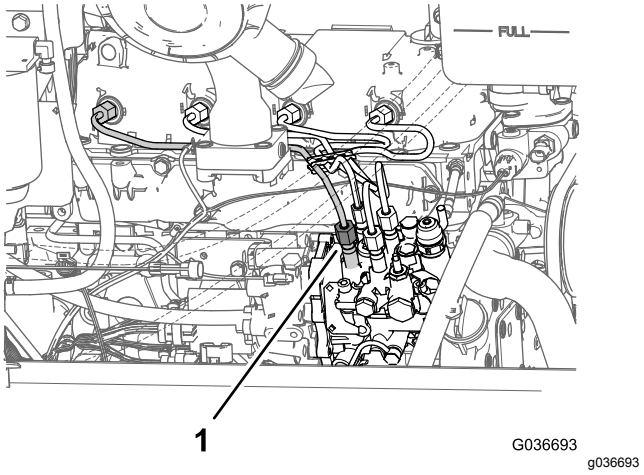

Figur 74
1. Løsne rørmutteren for injektoren på sylinder nr. 1 ved innsprøytingspumpen (Figur 74).